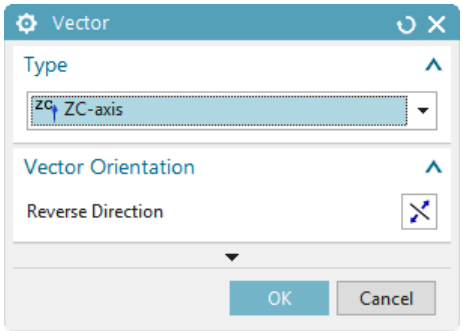

*Figure 2-41 The **Vector** dialog box*
1. Choose the **Set Parting Direction** tool from the **Settings** group to set the parting direction of the model; the **Vector** dialog box is displayed, refer to Figure 2-41.